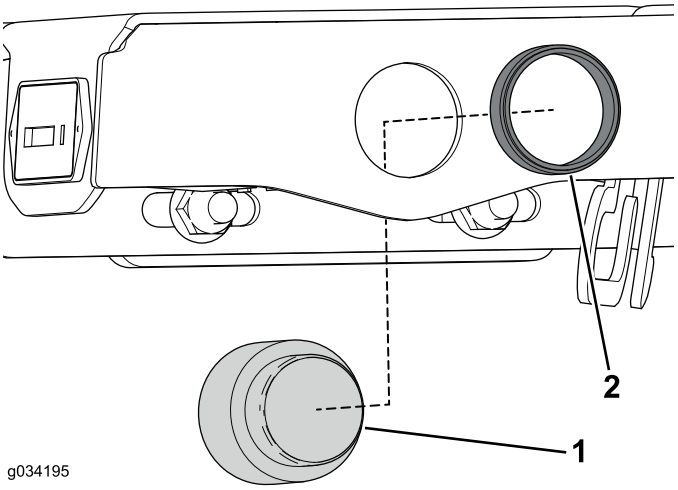

图11
2. 取下警报器上的滚花卡环，然后将警报器从控制台总成中取出（图11）。